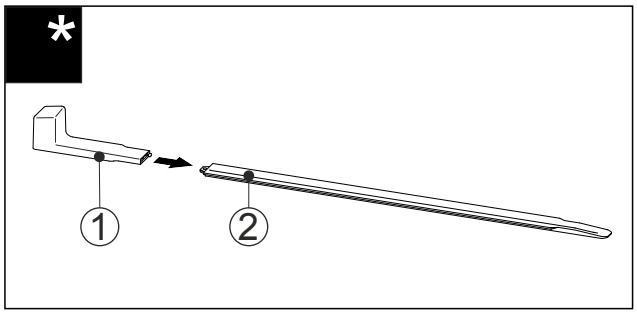

Fig. 56
▶ Atașați mânerul de montare *Fig. 56 (1)* la șina de nivelare *Fig. 56 (2)*.